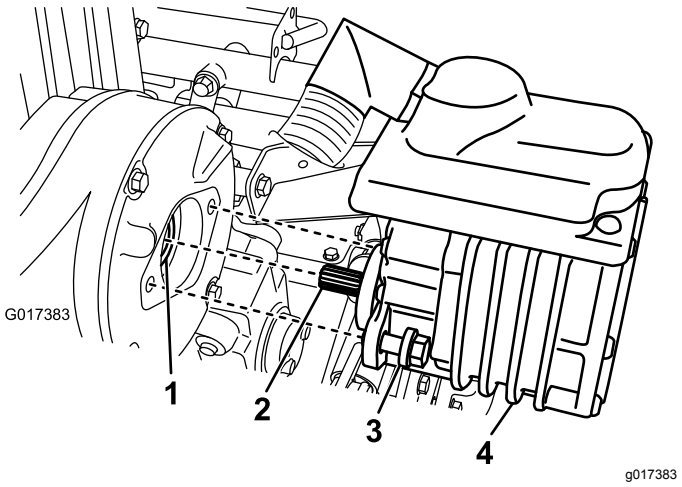

Figur 40
2. Ta bort de två skruvarna som fäster motorn vid transmissionslådan (Figur 40).
4. Smörj honkopplingen i transmissionslådan genom att pumpa en eller två gånger med en fettspruta (Figur 40).